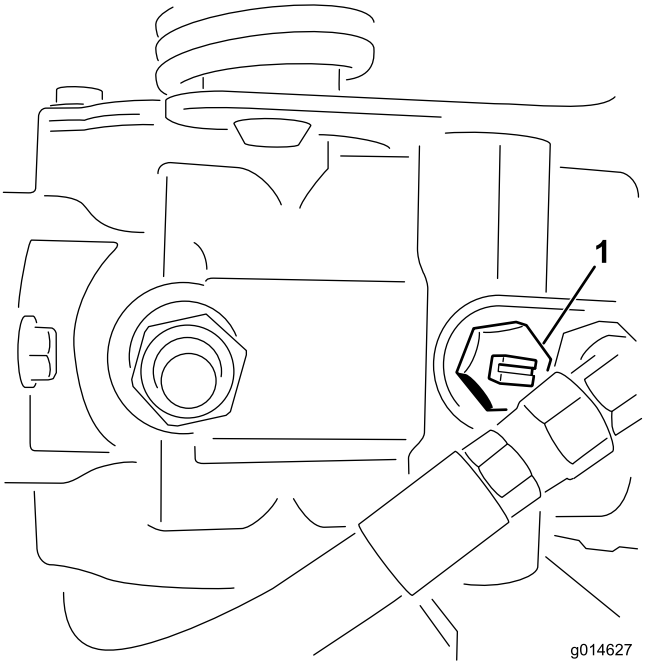

**Figur 44**
1. Lokalisera överströmningsventilen på pumpen och vrid den så att skåran är lodrät (Figur 44).
2. Stäng överströmningsventilen genom att vrida den så att skåran är vågrät (Figur 44) innan du startar motorn. Starta inte motorn när ventilen är öppen.